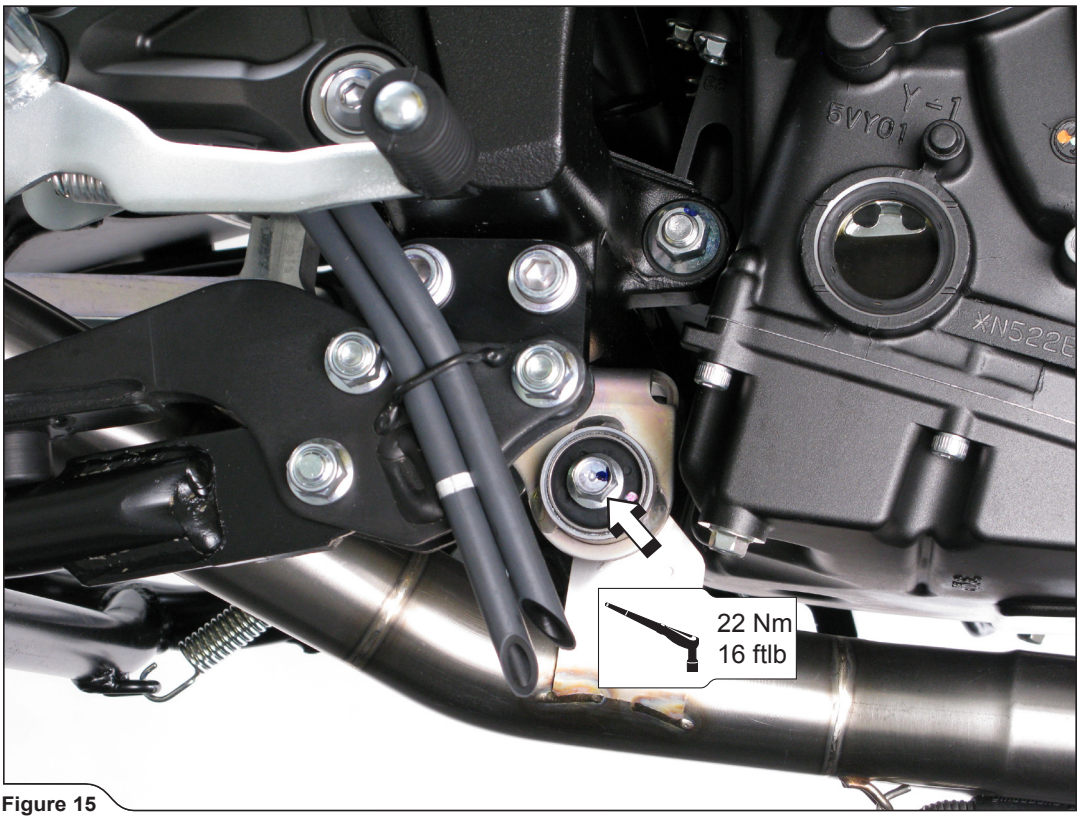

Figure 15
7. **For Akrapovič Racing only:** tighten the link pipe braket using stock bolt and washer **(Figure 15).**